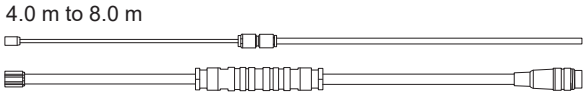

Fig. 19
- **"Hose Length" indicates total hose length consisting of the Air Hose supplied with the Motor Spindle and the Air Hose supplied with each Motor Cord. See Fig. 19 and Table 2 to see how to calculate "Hose Length".**
*Note 3: "Hose Length" indicates total hose length consisting of the Air Hose supplied with the Motor Spindle and the Air Hose supplied with each Motor Cord. See Fig.19 to see how to calculate "Hose Length".